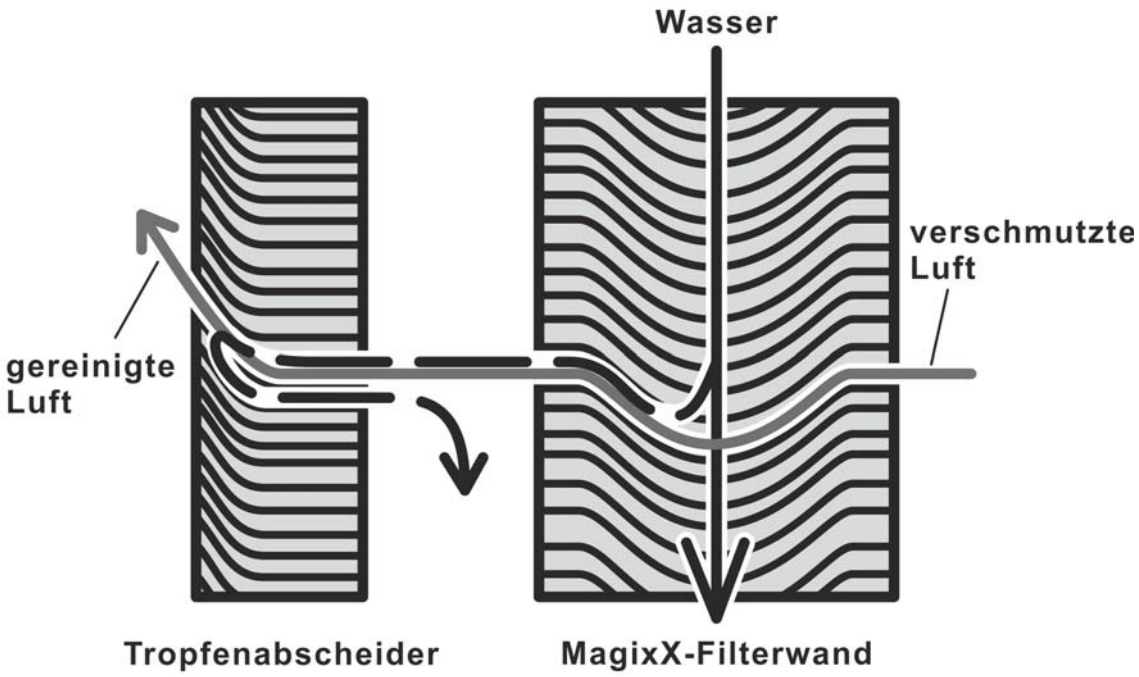

Bild 7-1: MagixX-Filterwand mit Tropfenabscheider, Funktionsweise
9. Nach der Reinigung ist der Tropfenabscheider wieder auszurichten und mit dem Draht zu fixieren. Dabei ist auf die korrekte Stellung der Füllkörper zu achten, siehe Bild 7-1. Der Tropfenabscheider muss den Luftstrom nach oben lenken. Wird ein Füllkörper falschherum montiert, erfüllt er seine Funktion nicht und lässt verschmutztes Wasser durch.